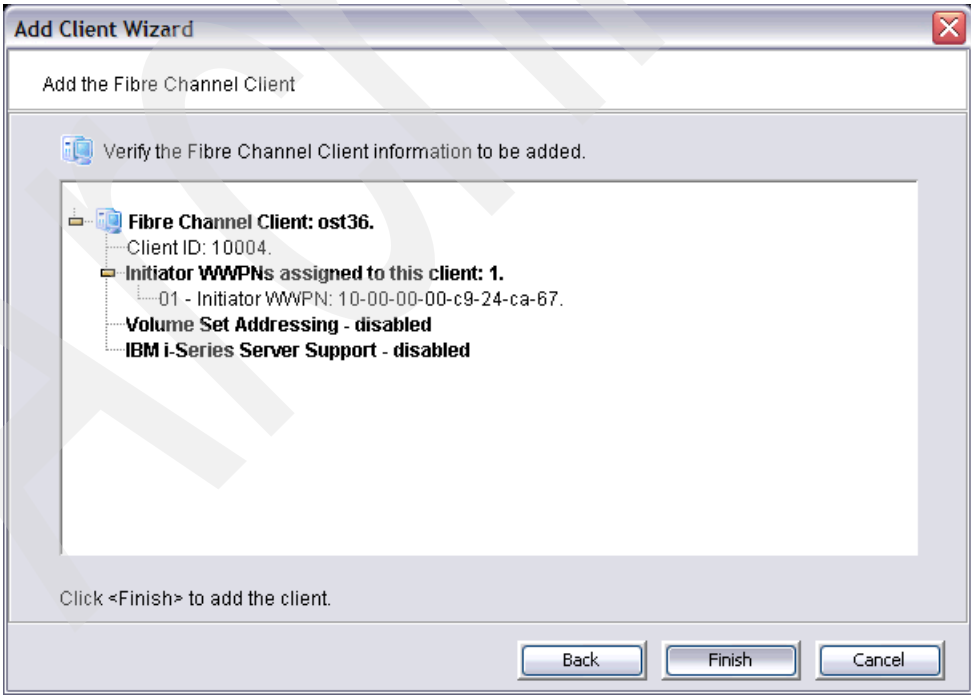

Figure 4-22 Add Client Wizard: Summary panel
5. The next panel (Figure 4-22) shows a summary of your selections. If the information is correct, click **Finish**, and your SAN client is added. If the information is not correct, click the **Back** button to make any necessary corrections.